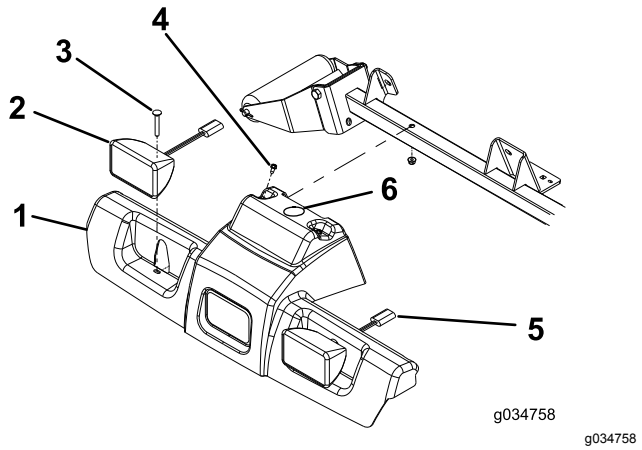

Figura 1
1. Retire las tuercas de los 2 pernos de cuello cuadrado que sujetan los faros al bastidor de la unidad de tracción (Figura 1).
2. Retire los 2 pernos autorroscantes que sujetan la parte superior de la moldura de la carcasa al bastidor (Figura 1).
3. Desenchufe los conectores de los faros y retire la moldura de la carcasa del bastidor (Figura 1).
4. Perfore un taladro de 38 mm en la moldura de la carcasa en la posición indicada en Figura 1.